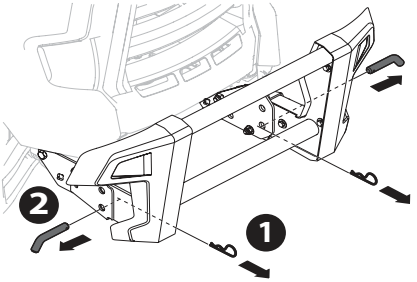

Fig. 61
1. Retirez les deux goupilles fendues avant d'enlever les axes de chape (Fig. 61).